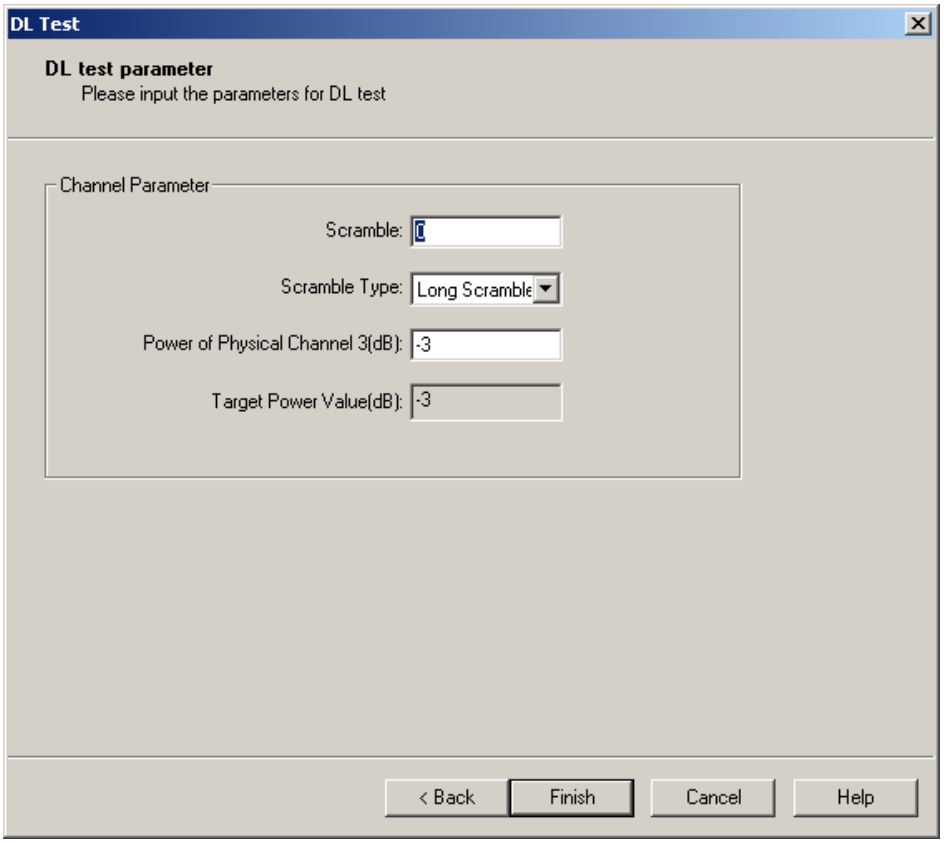

Figure 11-11 DL test parameter dialog box (power control step or dynamic range test)
7) Click **Next** in the dialog box. The **DL test parameter** dialog box opens up as shown in Figure 11-11.